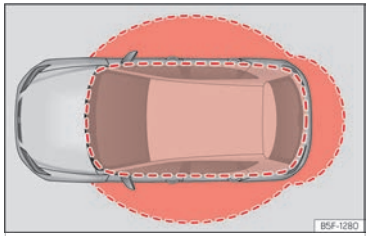

Fig. 73 Keyless Access: zonas de proximidad.
- El vehículo se desbloquea cuando se detecta la llave del vehículo en un área cercana ››› **fig. 73**. Todos los intermitentes se iluminan dos veces.